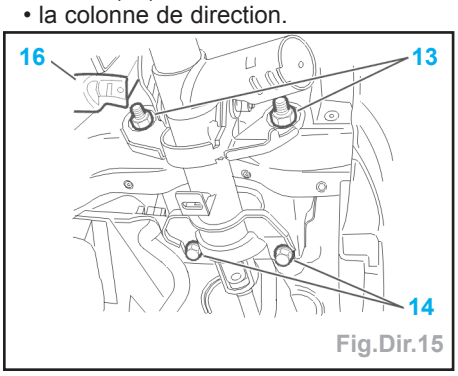

Fig.Dir.15
- les écrous (13) (Fig.Dir.15),
- les vis (14),
- visser sans serrer les écrous (13) et les vis (14) (Fig.Dir.15),
- déverrouiller le mécanisme de réglage (16),
- serrer les écrous (13) à **4 m.daN**,
- verrouiller le mécanisme de réglage (16),
- serrer les vis (14) à **4 m.daN**.